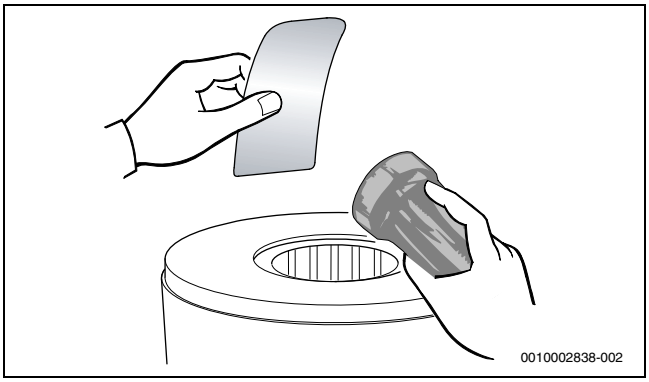

Rys. 174 Kontrola bloku cieplnego pod kątem pozostałości
- Ponownie sprawdzić blok cieplny pod kątem pozostałości (→ rys. 174).